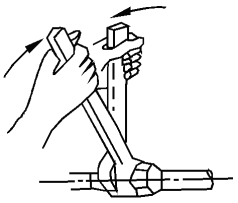

Fig.9-2
- puneţi conductele de racordare în poziţia corespunzătoare, strângeţi şuruburile cu mâna apoi fixaţi simultan cu două chei. *(Consultaţi Fig.9-2)*